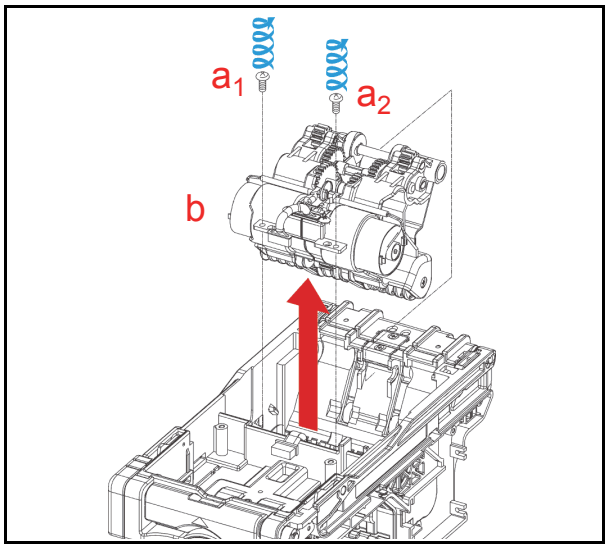

Figure 4-16 Motor Module Removal
1. Remove the two (2) mounting Screws (See Figure 4-16 a_1 & a_2) retaining the Motor Unit to the Transport Assembly, and remove the Motor Module (See Figure 4-16 b) from the Transport Unit.